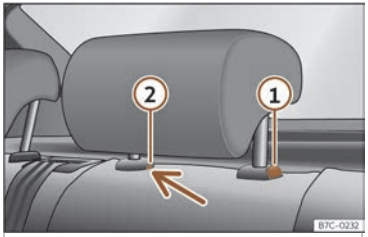

Fig. 101 Repousacabezas traseiro:desmontaxe.
- Prema a tecla››› **fig. 101** ①, apertando á vez polo orificio do seguro ② cun desapara-fusador plano de máximo 5 mm de anchura e retire o repousacabezas.